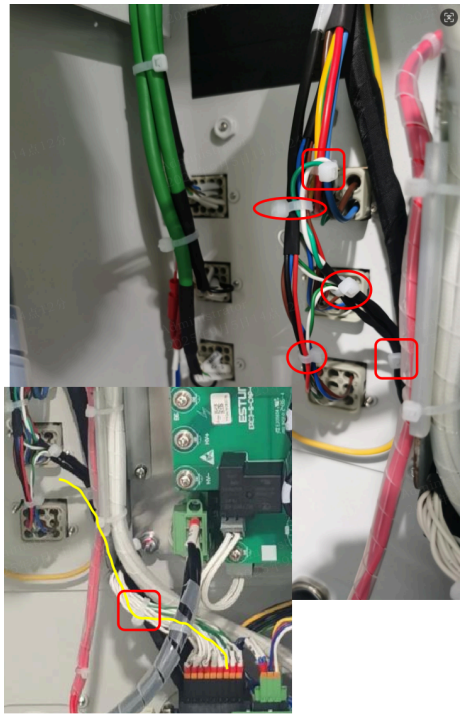

图 5-7 抱闸插头接线与布线
a. 布线捆扎：按照图 5-7 抱闸插头接线与布线红色框选的捆扎点，将抱闸线逐点扎紧固定，确保布线顺直、与动力线并行排布；